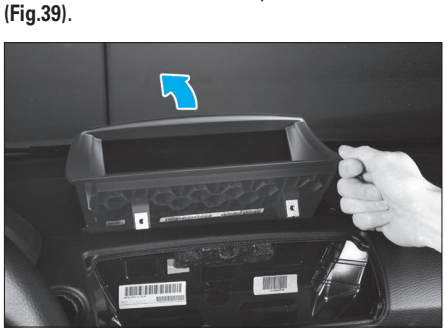

Fig. 39
• Extraire l'écran central en le poussant vers l'avant **(Fig.39)**.